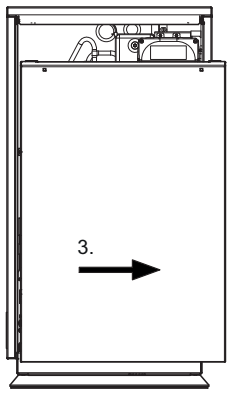

Fig. 7.3:Ouverture des panneaux d'habillage latéraux, étape 3
- Pousser l'élément de tôle en position basculée sur env. 40 mm vers la droite jusqu'en butée (3) (voir Fig. 7.3).